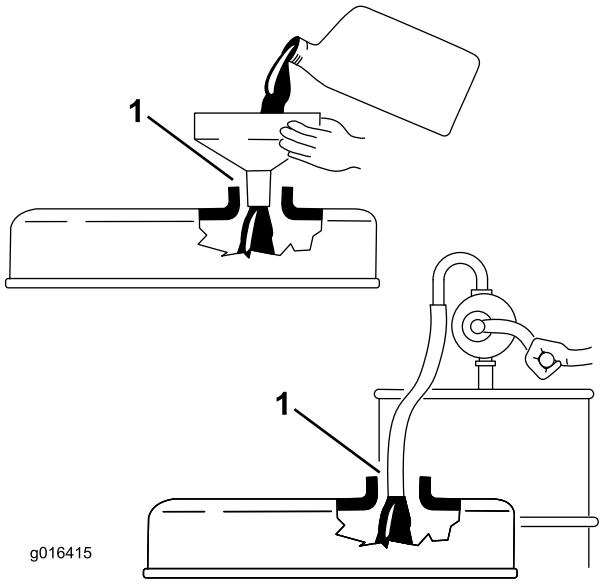

**Figur 21**
**Viktigt: Se till att oljestickan tas bort vid påfyllning av motorolja. När du fyller på motorolja *måste* det finnas ett mellanrum mellan oljepåfyllningsenheten och oljepåfyllningshålet i ventilkåpan; se Figur 21. Mellanrummet är**